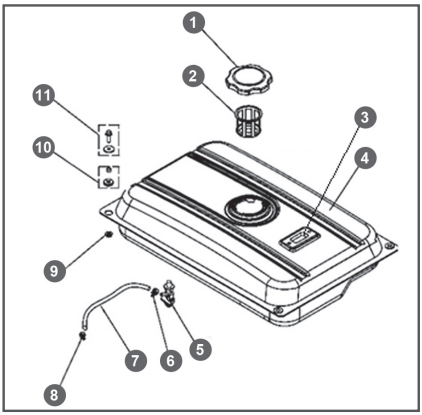

Рис. 22 Конструкция топливного бака
Открутите крышку 1 топливного бака 4 и извлеките сетчатый пластмассовый фильтр 2, расположенный под крышкой топливного бака (Рис. 22).
2. Снимите хомут 6 крепления и отсоедините топливный шланг 7 от топливного крана 5 (Рис. 22).
3. Выкрутите топливный кран из топливного бака 4 (Рис. 22).
10. Сборку и установку топливного крана и топливного бака произведите в обратной последовательности (Рис. 22).